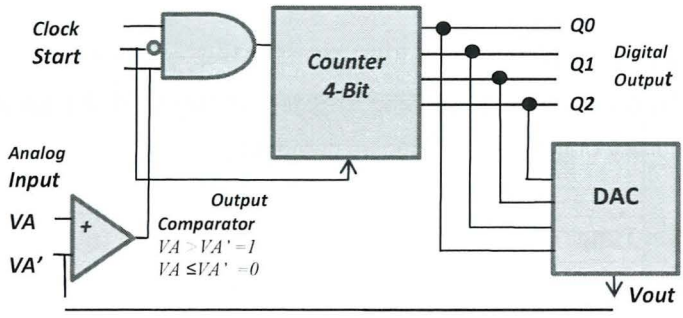

Figure 6.9: Digital Ramp Converter 4-Bit
Digital Ramp Converter (DRC) as in Figure 6.9 shows an example circuit analog to digital converter (ADC) 4-bit digital ramp. It consists of a voltage comparator, logic control, 4-bit counter circuits and digital to analog converter (DAC). Voltage comparator is used to compare the analog input voltage (VA) and the output voltage (VA') from the DAC.